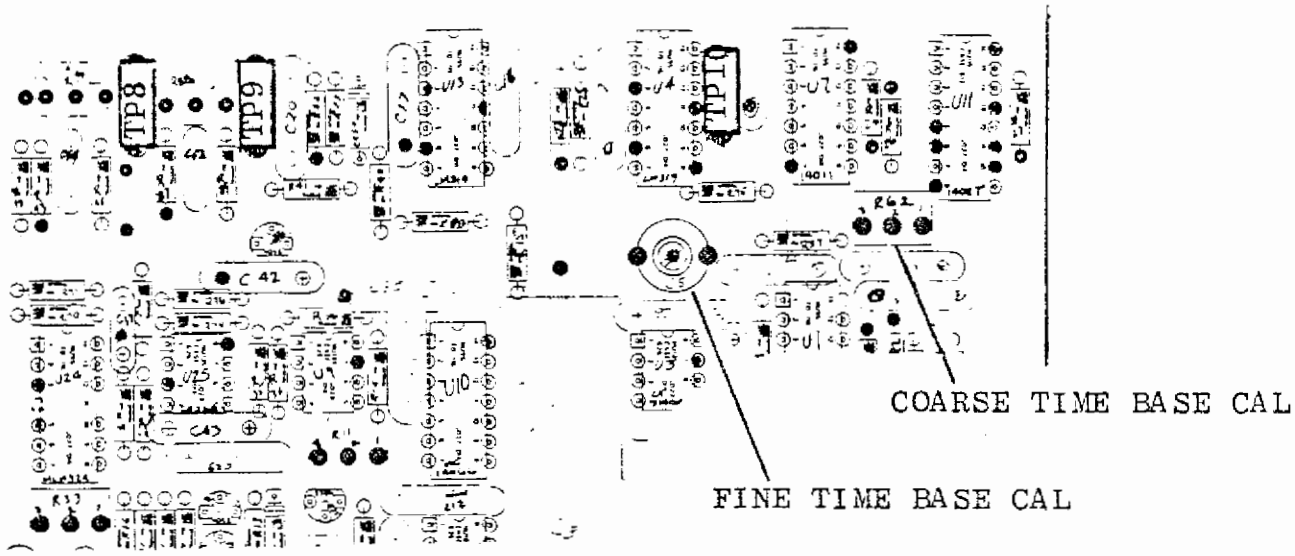

FIGURE 5.4 HORIZONTAL TIME BASE ALIGNMENT POINTS
5.12.4 Adjust the Coarse Time Base Calibration Potentiometer on the Scope Amplifier Board (See Figure 5.4) so that one cycle of the displayed waveform occurs in 5 cm along the horizontal axis. Use the Vertical and Horizontal Position controls to center and to move the waveform so that the 5 cm are measured in the middle of the screen to avoid nonlinearities near the edge of the CRT.
5.12.6 Adjust the Fine Time Base Calibration Capacitor on the Scope Amplifier Board (See Figure 5.4) so that one cycle of the displayed waveform occurs in 5 cm along the horizontal axis. Use the Vertical and Horizontal Position controls to center and to move the waveform so that the 5 cm are measured in the middle of the screen to avoid nonlinearities near the edge of the CRT.